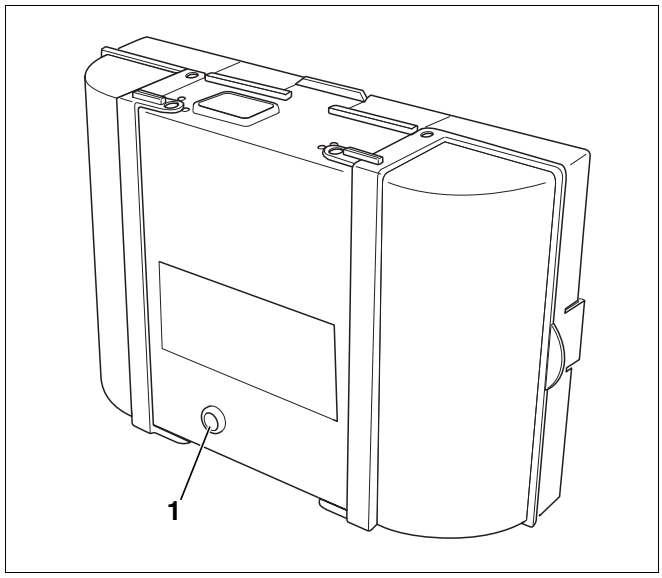

Rys. 76 Kasowanie usterek na automacie zapłonowym
- Nacisnąć przycisk odkłócający (rys. 76, **poz. 1**), aby skasować błąd.